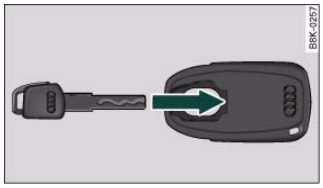

Fig. 34 Inserting the spare key into the adapter
– Insert the spare key ⇒ fig. 34 all the way into the adapter. Please note that the key will only engage in one position.